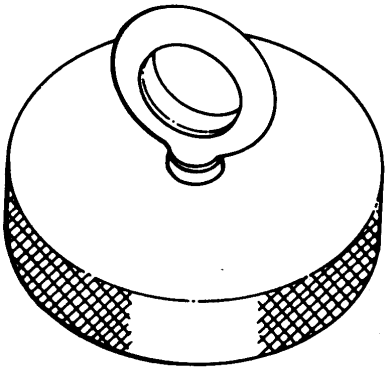

Figure 36. 6796010 Propeller Shaft and Planet Gear Lift
c. Attach 6796010 propeller shaft and planet gear lift (figure 36) to threads of planet carrier gear.